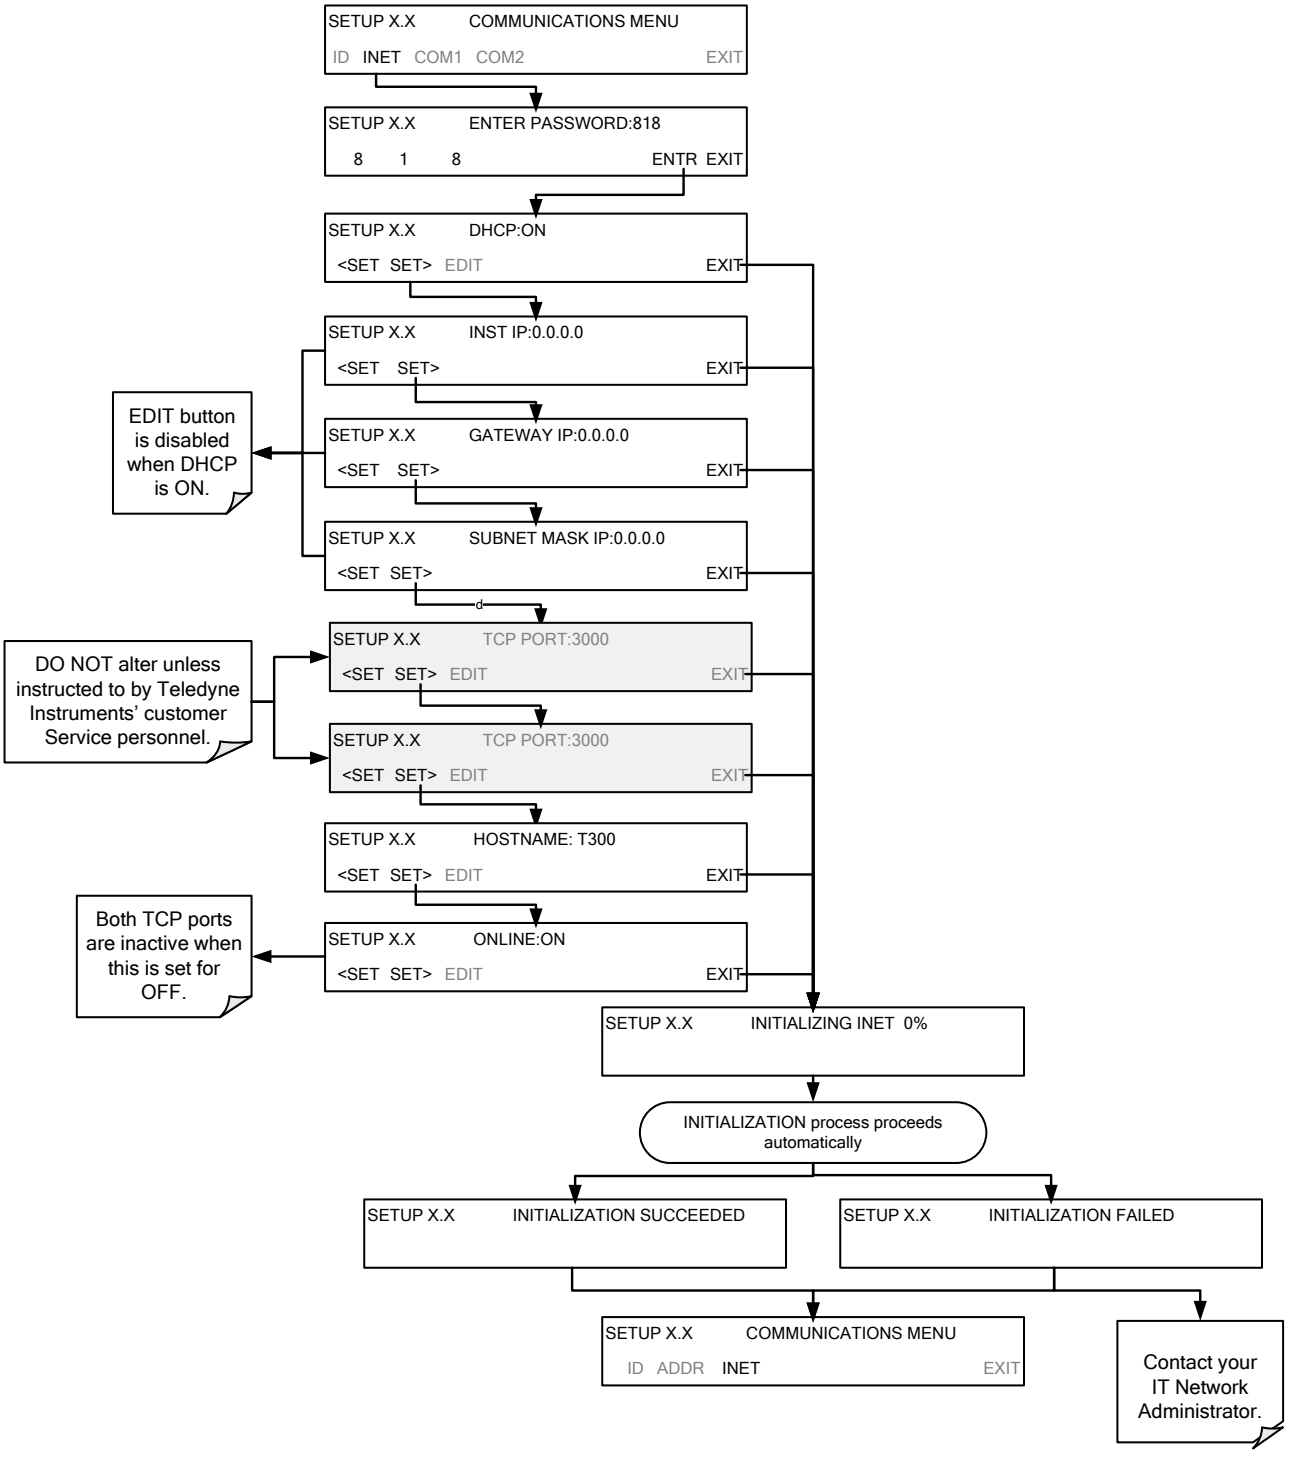

**Figure 6-5 : COMM – LAN / Internet Automatic Configuration (DHCP)**
2. Access the Communications Menu (SETUP>MORE>COMM) and follow the setup sequence as shown in Figure 6-5.